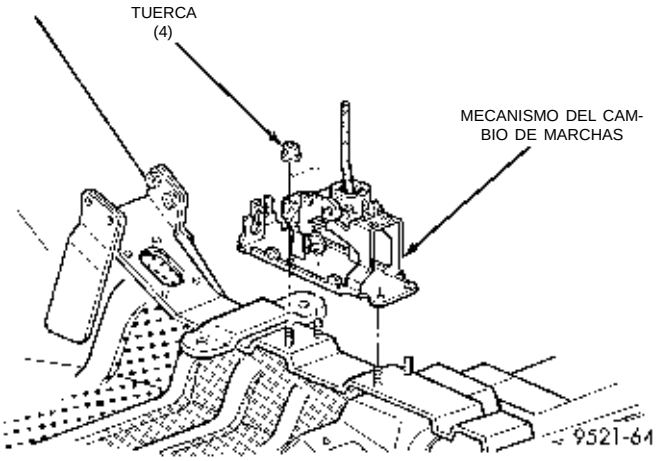

Fig. 17 Mecanismo del cambio de marchas
(7) Retire las dos tuercas de retención de la base del mecanismo del cambio de marchas (Fig. 17). Retire el cambiador.